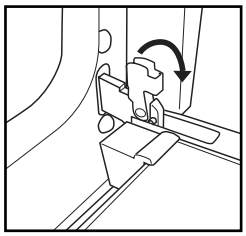

Fig. 1
2. Поднимите фиксаторы и сдвиньте их вперед до упора (*Рис. 1*).